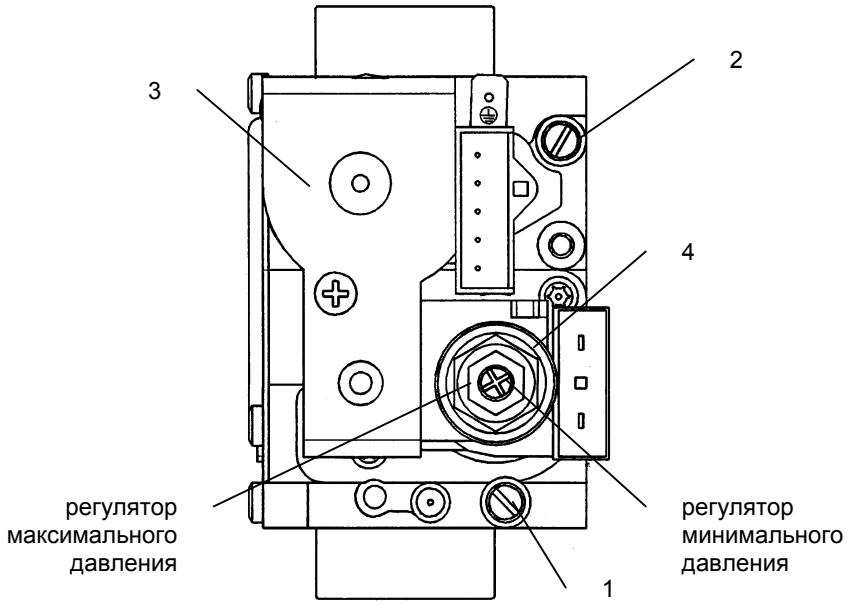

Рис. 18: Клапан SIT SIGMA 845
- Открутить винт на штуцере 2 (рис. 18) и присоединить к штуцеру 2 манометр.
- Проверить динамическое входное давление газа (штуцер 2, рис.18). Номинальные давления: 20 мбар для природного газа, 30 мбар для бутана, 37 мбар для пропана.
- Открутить винт на штуцере 1 (рис. 18) и присоединить к штуцеру 1 манометр.
- Проверить давление газа на горелке согласно таблице 3 для соответствующей модели котла и соответствующего типа газа. При необходимости снять крышку модулятора и поворачивать латунное кольцо (позиция 4, рис.18) до достижения давления, указанного в таблице 3 для соответствующей модели котла и соответствующего типа газа.